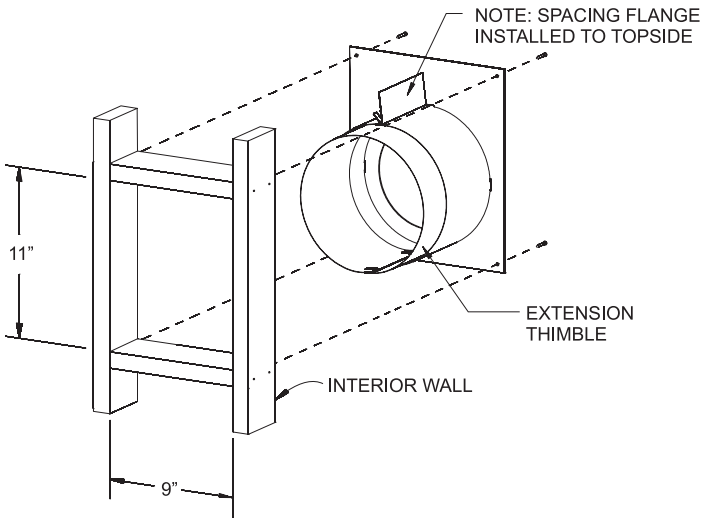

**Figure 58**
2. Cut hole in wall for wall thimble/firestop assembly (**Figure 58**) into your combustible wall. Note: On brick or block exterior wall a 7" (178mm) diameter hole needs to be cut.
Measure the total wall thickness to determine whether or not the extension thimble is to be used. If the combustible wall depth is over 5 3/8" (137mm), then the extension thimble should be used. **See Figure 58.**
3. Install the wall thimble assembly through the framed opening so the firestop plate is on the interior wall (**Figure 58**). Telescope section should extend all the way through the exterior wall. Attach with four 10 x 1" screws.